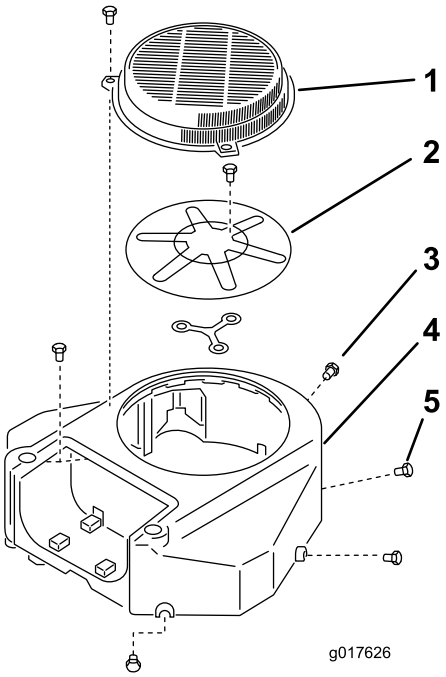

**Figur 62**
3. Fjern luftinntaksskjermen og viftehuset (Figur 62).
5. Monter luftinntaksskjermen og viftehuset (Figur 62).